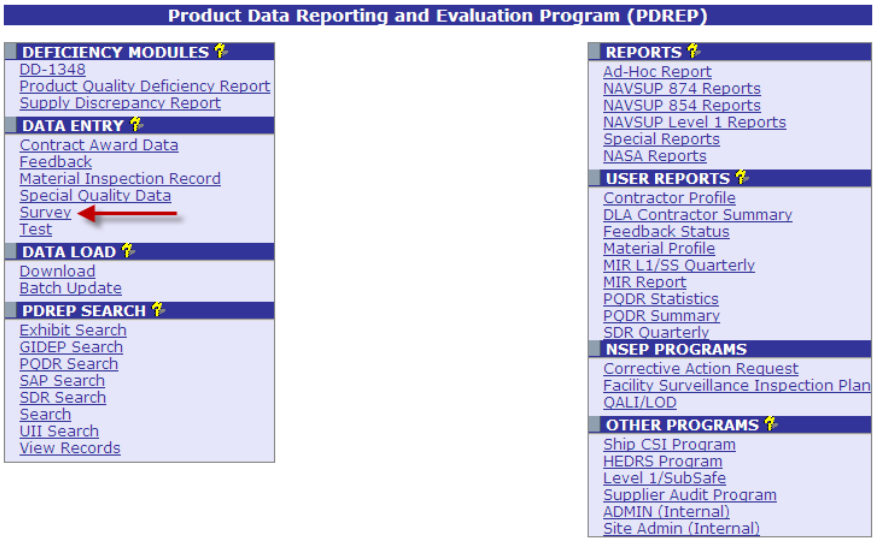

Figure 3.1
a. After successfully logging in, the PDREP Main Menu in Figure 3.1 displays.